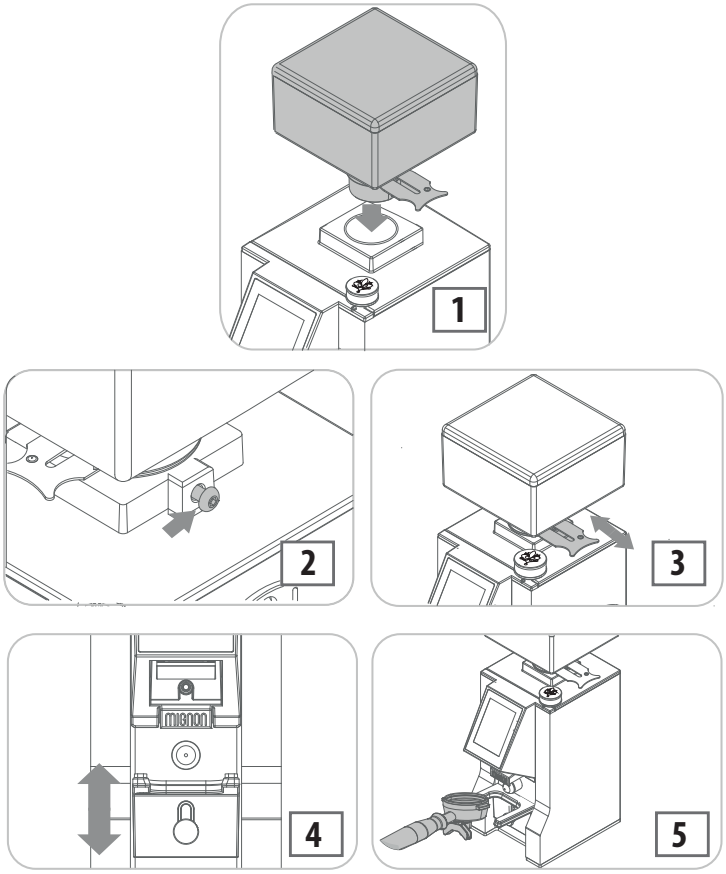

Fig. 7.1 - Vorbereitungsarbeiten
- Den Bohnenbehälter in die entsprechende Aufnahme einsetzen (1 - Fig. 7.1), dabei die Öffnung mit der dahinterliegenden Schraube ausrichten (2 - Fig. 7.1).
- Die Lasche drücken, um das Durchlaufen der Kaffeebohnen zu verhindern (3 - Fig. 7.1).
- Den Knopf (4 - Fig. 7.1) losschrauben, um die Höhe der Siebträgergabel einzustellen. Nachdem die gewünschte Höhe der Siebträgergabel erreicht ist, den Knopf festschrauben.